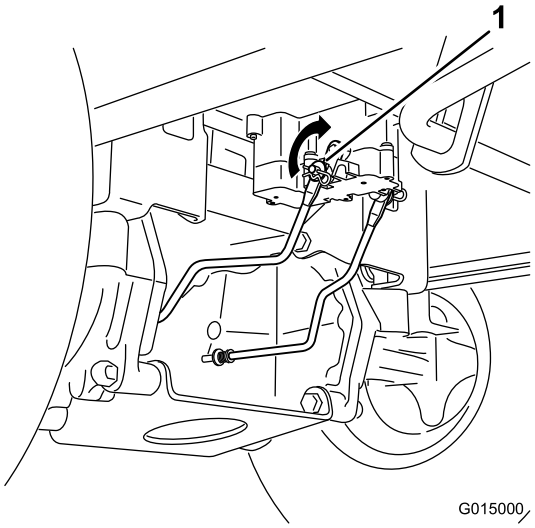

Figur 48
1. Find det sted på den elektriske bremses aksel, hvor bremseforbindelsesarmen er tilsluttet (Figur 48).